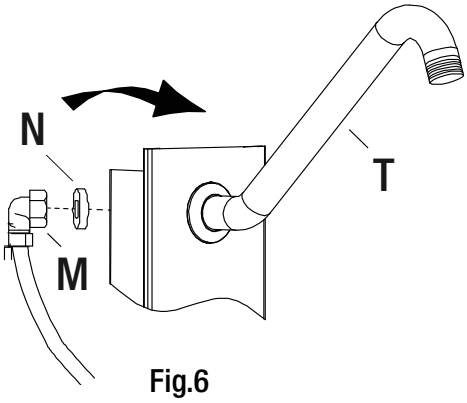

Fig.6
- Placez la rondelle en caoutchouc (N) sur le raccord en L (M).
- Fixez le raccord en L (M) au bras de douche (T), voir fig. 6.